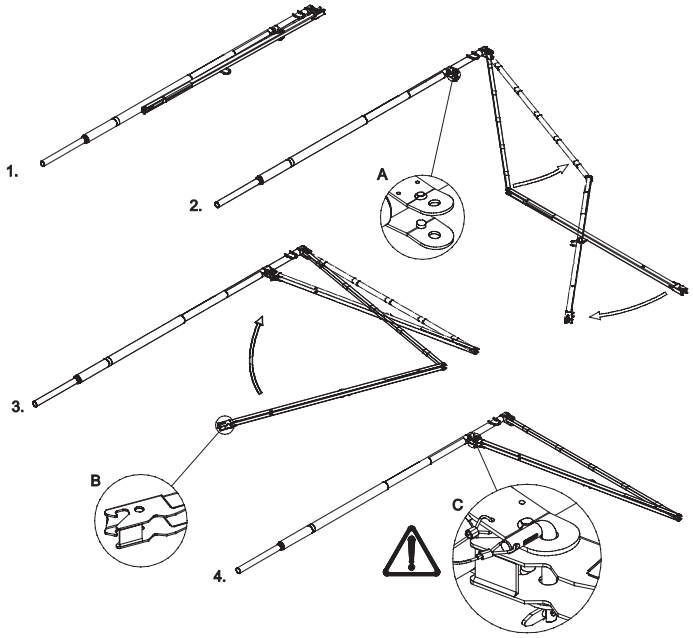

Figura 30. *Processo di assemblaggio di SkyReach Anchor sul terreno*
1. Montare SkyReach Anchor in quattro facili passaggi, vedere Figura 30.